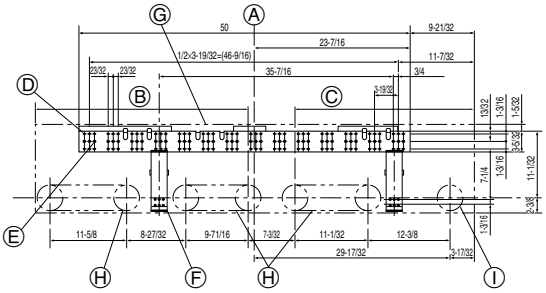

Fig. 3-2
3.2. Instalación del soporte de montaje en la pared (Fig. 3-2)